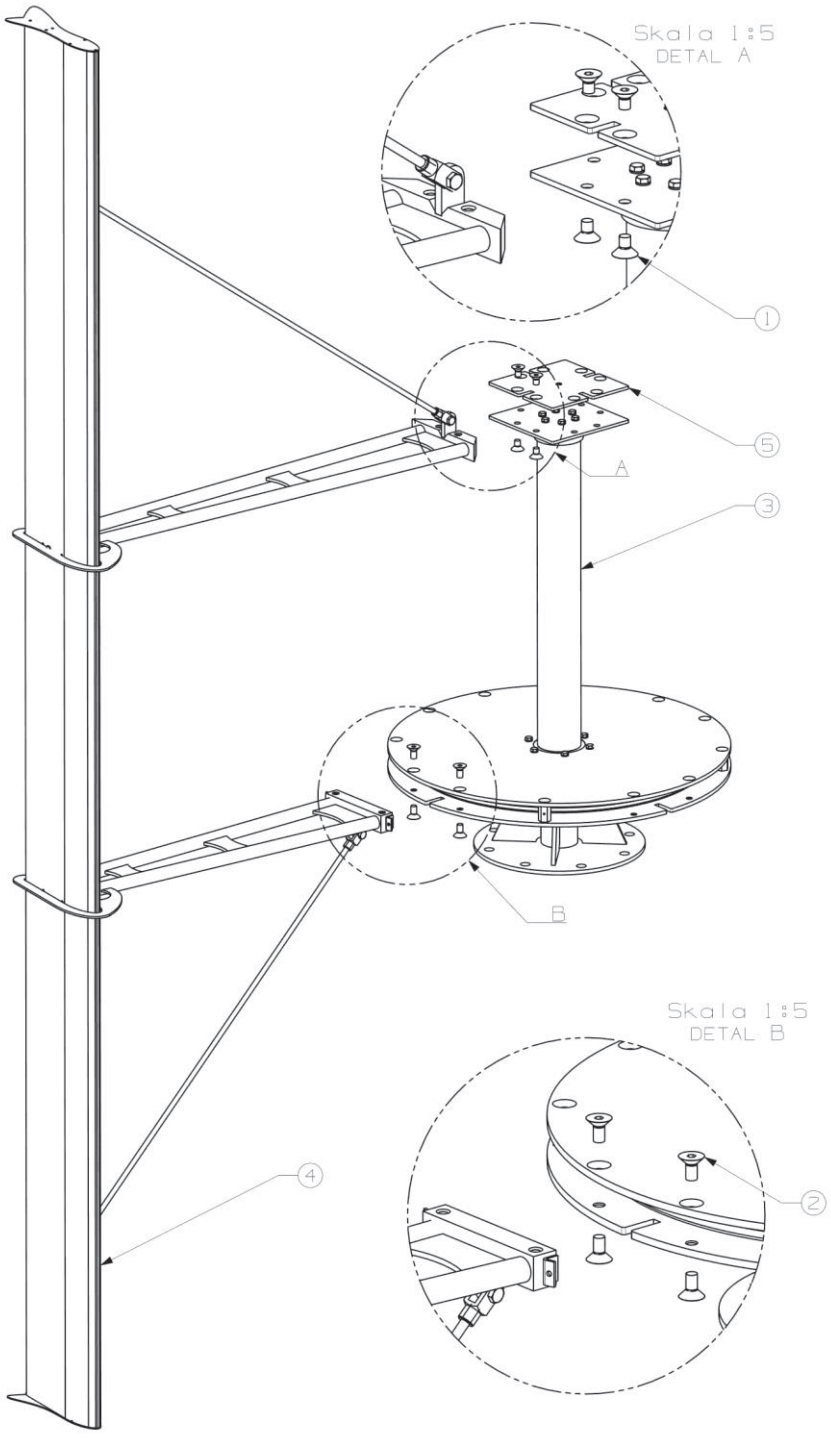

RYSUNEK 8
9. Montaż skrzydeł przedstawia Rys.8. Dolny uchwyt ramion nal eży wsunąć pomiędzy płyty generatora. Podczas montażu może wystąpić trudność z umieszczeniem uchwytu ramion pomiędzy tarczami, w takim przypadku należy rozchylić tarcze za pomocą dźwigni. Wszystkie śruby dokręcamy nakładając wcześniej niebieski klej na gwinty. Moment dokręcania śrub w zakresie 75-80 Nm. Lekko dokręcić tarczę ramion górną śrubami M12x20.